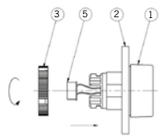
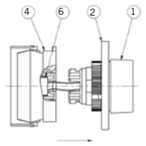

Rys. 2
Rys. 3
Wskaźnik (1) należy włożyć w otwór pulpitu (2), a następnie do części pod pulpitem wkręcić nakrętkę mocującą (3) w celu unieruchomienia wskaźnika (rys. 2). Następnie należy połączyć wtyk (4) wskaźnika z gniazdem umieszczonym w elemencie podświetlającym (4, rys. 3). W dalszej kolejności na wskaźnik należy zatrzasnąć korpus pośredni z elementem podświetlającym wg rys. 3.